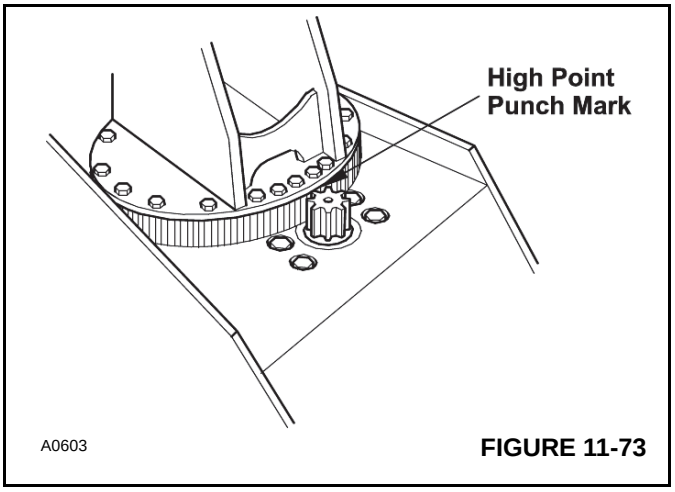

FIGURE 11-73
2. Start the engine and rotate the mast until the high point (marked with a punch-mark on the edge of the mast base plate) is in alignment with the pinion. See Figure 11-73.